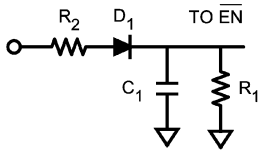
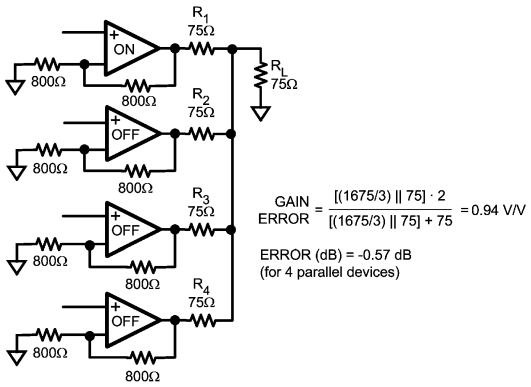

Figure 21. Delay Circuit Implementation
Figure 22. Multiplexer Input Expansion by Combining Outputs
If it is important in the end application to make sure that no two inputs are presented to the output at the same time, an optional delay block can be added prior to the $\overline{\text{ENABLE}}$(EN) pin of each device, as shown. Figure 21 shows one possible approach to this delay circuit. The delay circuit shown will delay $\overline{\text{ENABLE}}$'s H to L transitions (R_1 and C_1 decay) but will not delay its L to H transition.
With the $\overline{\text{ENABLE}}$ pin putting the output stage into a high impedance state, several LMH6572's can be tied together to form a larger input MUX. However, there is a slight loading effect on the active output caused by the off-channel feedback and gain set resistors, as shown in Figure 21. Figure 22 is assuming there are four LMH6572 devices tied together to form a triple 8:1 MUX. With the internal resistors valued at approximately 800Ω, the gain error is about -0.57 dB, or about −6%.